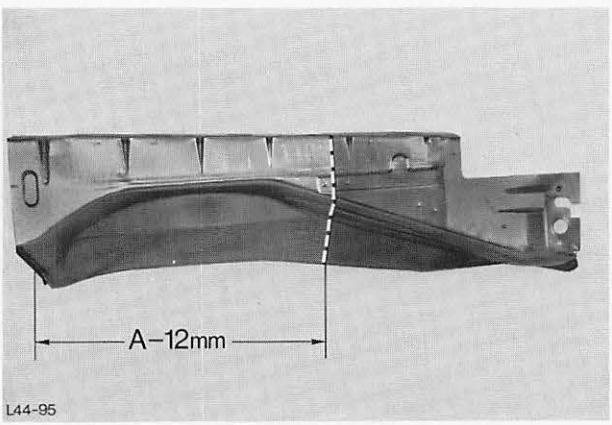

Abb. 91 Ermitteltes Maß „A“ auf das Neuteil übertragen
8. Ermitteltes Maß „A“ auf das Neuteil übertragen, dabei 10–12 mm Materialzugabe für die Überlappung berücksichtigen, Abb. 91.